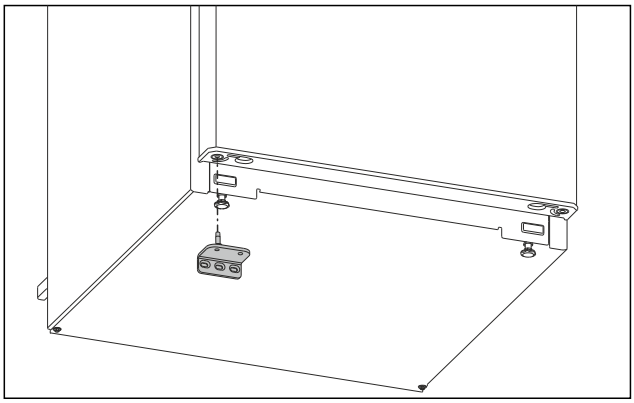

Fig. 16
▶ Montați suportul de lagăr inferior pe partea opusă. (vezi Fig. 16)